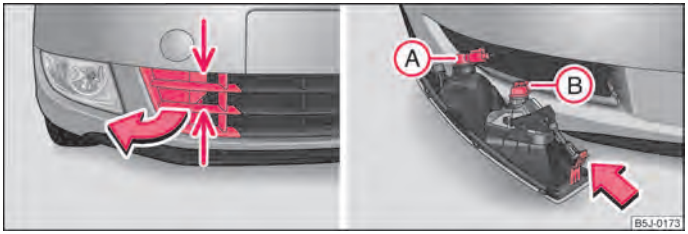

Fig. 161 Paraurti anteriore: griglia protettiva / smontaggio del fendinebbia
– Afferrare la griglia nei punti contrassegnati dalla freccia ⇒ fig. 161 - lato sinistro e tirarla.
– Mettere la mano nell'apertura dove si trova la griglia e premere gli scrocchi a molla ⇒ fig. 161 - lato destro.